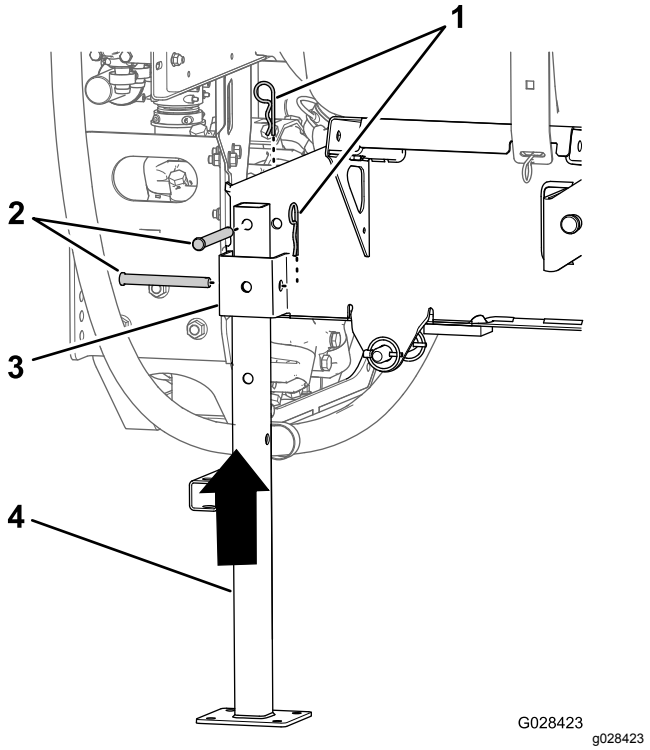

Figur 131
5. Ret den bageste donkraft ind efter den bageste donkrafts modtager (Figur 131).
6. Ret hullet øverst på donkraften ind efter hullet i tankplatformens stel (Figur 131).
7. Fastgør donkraften til modtageren og stellet med 2 gaffelbolte (½" x 4½") og 2 låseclipse (5/32" x 2⅝") som vist i Figur 131.